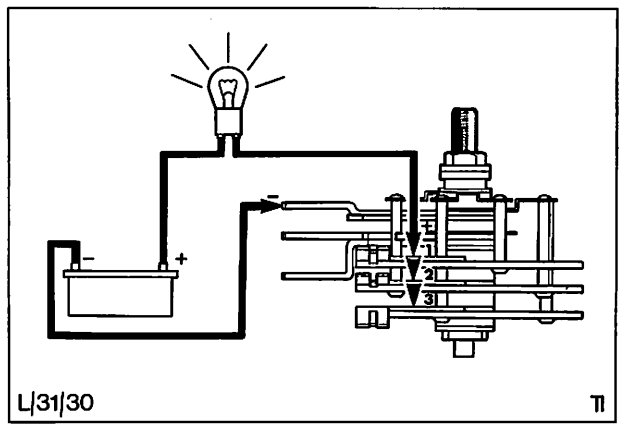

Abb. 51 Felddioden prüfen (22ACR und 23ACR)
a) Prüfkreis mit Minus-Prüfspitze an kleiner Minus-Klemme und Plus-Prüfspitze der Reihe nach an jeden Wärmeableiter anschließen, Abb. 51. Leuchtet die Prüflampe auf, funktioniert die Diode einwandfrei.